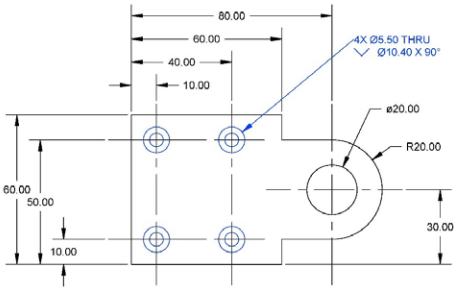

Figure 5-13
2. Place 4 holes as shown in Figure 5-13
3. Select the **Hole Callout** Icon and place it as shown in Figure 5-13.